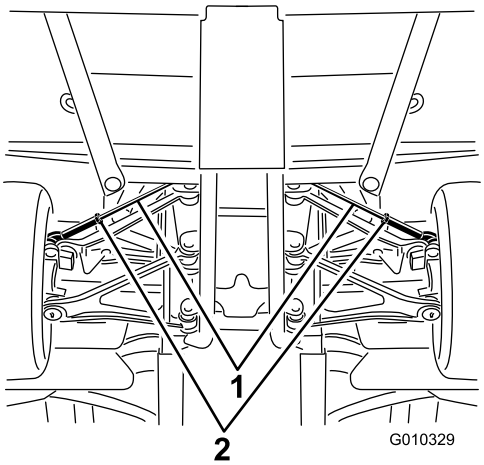

Figuur 56
A. Draai de contramoer in het midden van de trekstang los (Figuur 56).